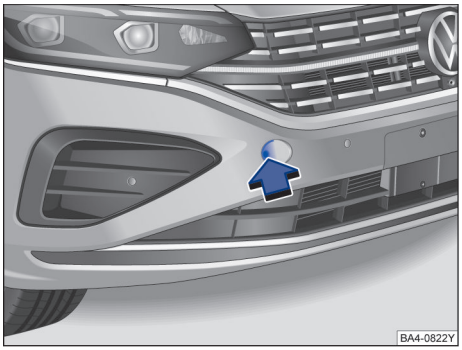

图 192 在保险杠的右前部：拆卸盖板
- 按压盖板的左侧区域→图 192（箭头），松开盖板的卡扣。